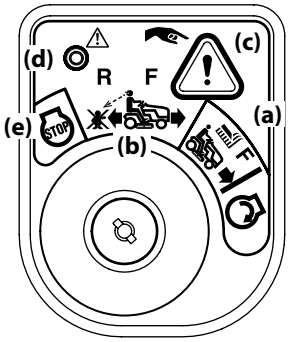

Figura 3-1
2. Gire la llave de la posición CORTE NORMAL (a) a la posición MODO PRECAUCIÓN MARCHA ATRÁS (b) del módulo de encendido. Consulte la Figura 3-1.
3. Oprima el BOTÓN DE MARCHA ATRÁS (c) en el ángulo superior derecho del módulo de encendido. La luz indicadora roja (d) que está en el ángulo superior izquierdo del módulo de encendido se mantendrá ENCENDIDA mientras está activada. Consulte la Figura 3-1.